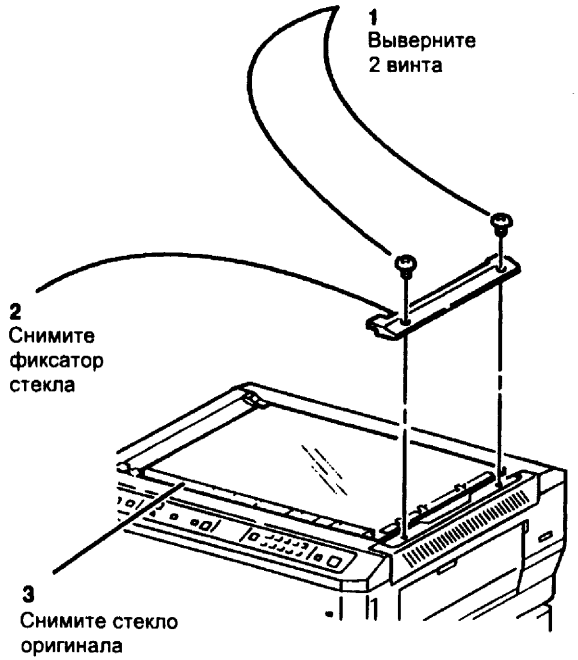

Рис. 1 Снятие стекла оригинала
2. (Рис. 1) Снимите стекло оригинала